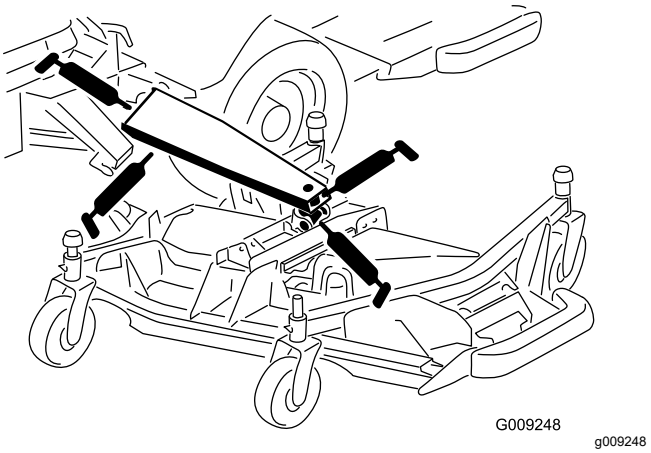

Figur 86
- 3 huvudlyftarmsbussningar (Figur 86)
- 1 lyftcylinderbussning (Figur 86)